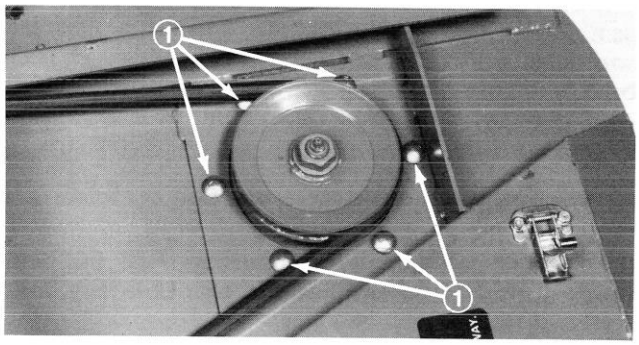

Figure 54
5. Remove six carriage bolts and flange nuts holding spindle housing assembly against cutting unit (Fig. 54). Slide spindle housing assembly out bottom of cutting unit.
9. Slide pulley end of spindle assembly through hole in cutting unit. Mount spindle assembly in place with six carriage bolts and flange nuts (Fig. 54).